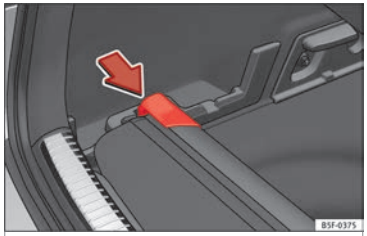

Fig. 165 En el maletero: alojamiento para guardar la bandeja portaobjetos.
- Presione el cabezal de la bandeja portaobjetos en el sentido de la flecha hasta encajarlo en el alojamiento previsto para tal uso ››› **fig. 165**.